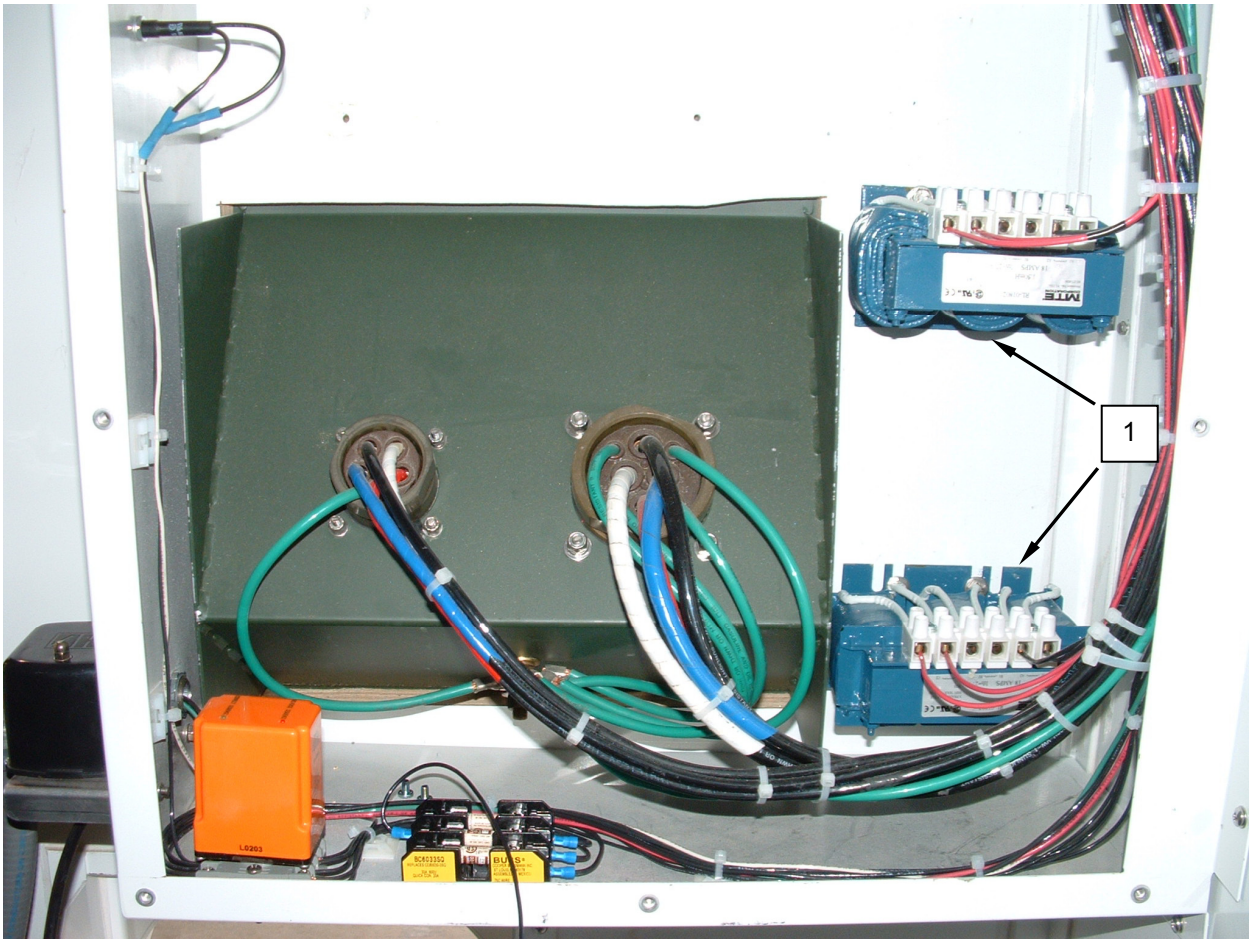

Figure 1. Inspect the Line Reactors.
3. Inspect line reactor **(Figure 1, Item 1)** for loose connections, signs of burning, or material damage.
6. Replace an open or shorted reactor **(Figure 1, Item 1)**.